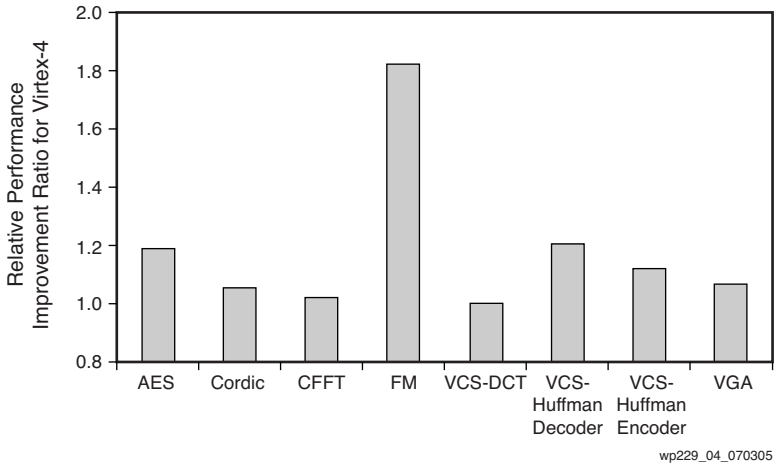

Figure 4: **Relative Performance Improvement Ratio with the Virtex-4 FPGA Using Xplorer-RTL Retiming**
For the eight OpenCores designs, Figure 4 shows the relative performance improvement ratio for Virtex-4 and Spartan™-3 FPGAs using Xplorer-RTL Retiming. This graph shows that the Xplorer-RTL retiming strategy improves design performance for all eight OpenCores designs, with the Simple FM Receiver (FM) design seeing an 83% performance improvement for Virtex-4 devices and 64% for Spartan-3 devices.